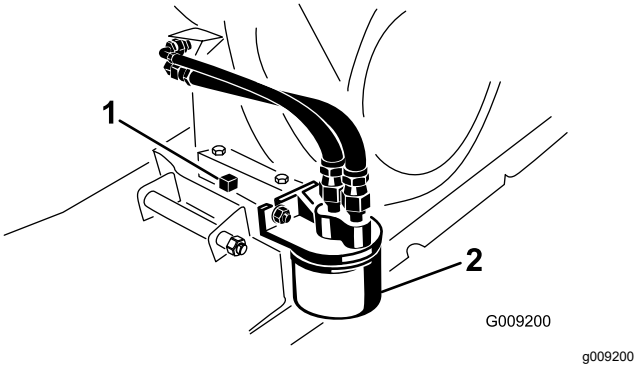

Figur 33
6. Anbring en dræningsbakke under aftapningsproppen (Figur 33).
7. Fjern aftapningsproppen og pakningen (Figur 33).
2. Fjern det eksisterende oliefilter (Figur 33).
4. Skru det nye filter på filteradapteren, indtil pakningen berører monteringspladen. Spænd derefter filteret yderligere ½ til ¾ omgang (Figur 33).